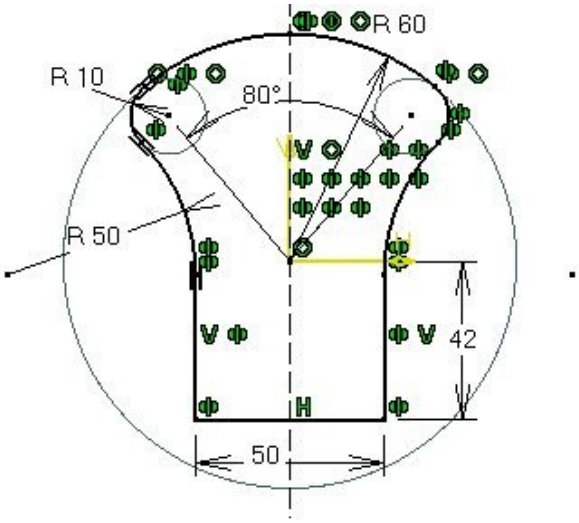

Figure 5-48 *Sketch of the base feature*
a. Start a new file in the **Part** workbench and create the base feature of the model by extruding the sketch drawn on the yz plane, refer to Figures 5-48 and 5-49.
2. Draw the sketch, as shown in Figure 5-48, and exit the **Sketcher** workbench.